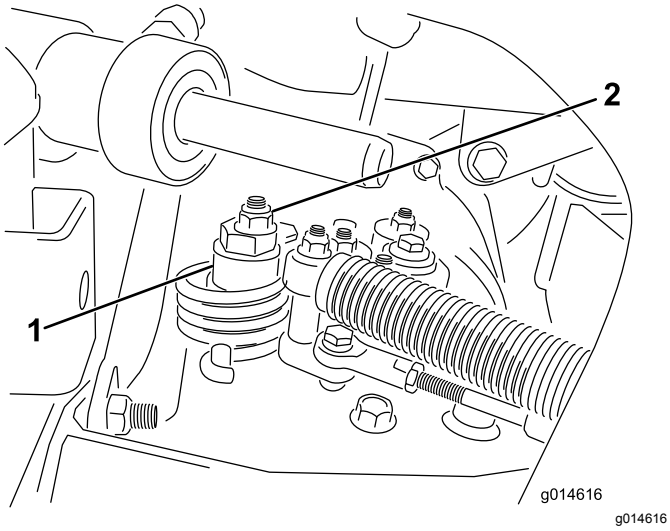

Rysunek 53
A. Poluzuj nakrętkę mocującą mimośród do górnej części higrostatu (Rysunek 53).
C. Obracaj mimośrodem, aż ustanie powolny ruch w każdym kierunku. Gdy koło przestanie obracać się, dokręć nakrętkę, blokując mimośród i regulację (Rysunek 53). Sprawdź regulację, ustawiając przepustnicę w położeniu wolnym i szybkim.